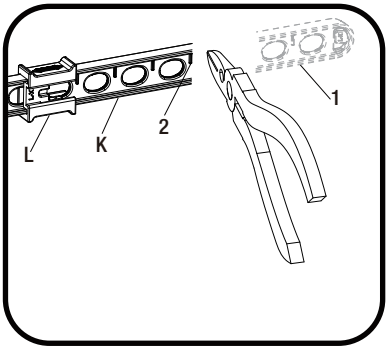

Fig. 2
- Una vez que hayas identificado el orificio correspondiente en la correa de la varilla de elevación (K), necesario para tu instalación, puedes recortar la porción inferior (1) de la correa de la varilla de elevación (K) partiendo con alicates o cortando con una sierra en el punto de corte (2), como se muestra en la Fig. 2. Asegúrate de que la presilla (L) no se salga de la correa de la varilla de elevación (K).